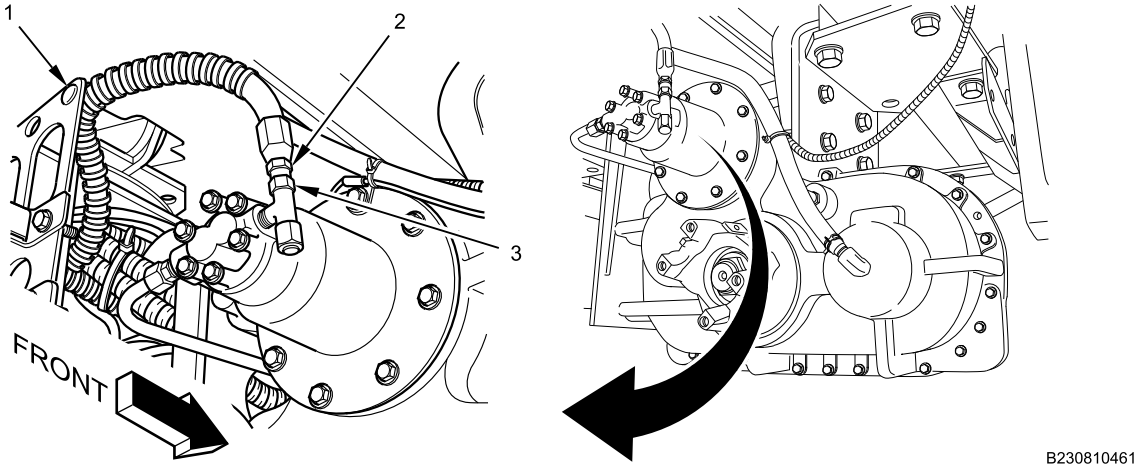

Figure 12. Rear of Transfer Case.
7. Connect rear transfer case oil cooling hose (Figure 12, Item 2) to transfer case fitting (Figure 12, Item 3). Ensure transfer case oil cooling hose is connected to clamp (Figure 12, Item 1).